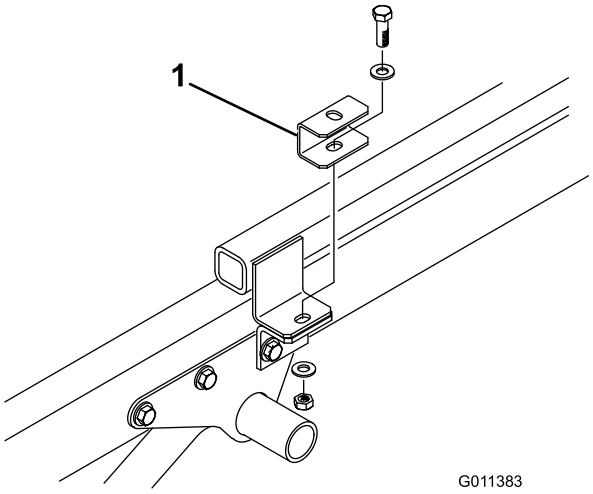

**Figuur 7**
4. Bevestig een tussenring bovenaan de lippen van het trekhaakframe met de tapbout, (2) platte ringen en borgmoeren die u eerder verwijderd hebt (Figuur 7).